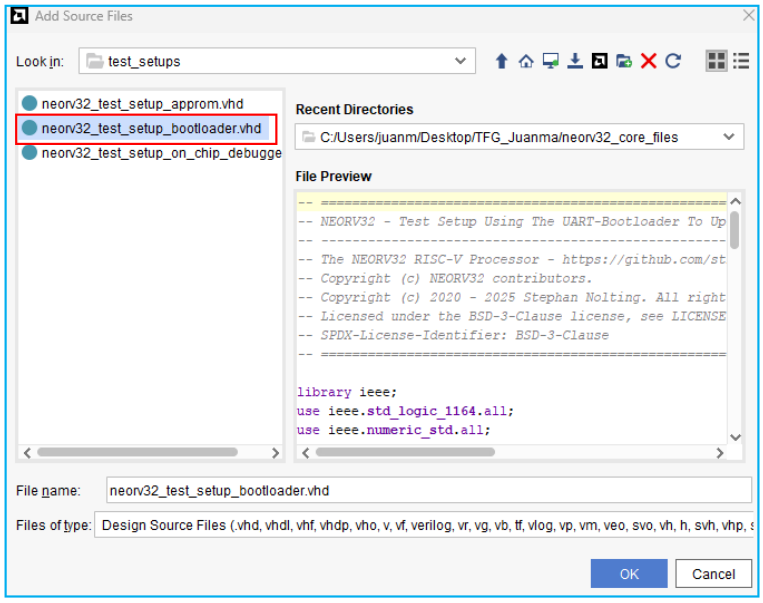

Fig.16. Selección del archivo de jerarquía superior en la ventana `Add Source Files`.
19. En la ventana `Add or Create Design Sources` pulsamos en `Add Files` y seleccionamos el archivo correspondiente según el modo seleccionado y pulsamos en `OK` (Fig.16).